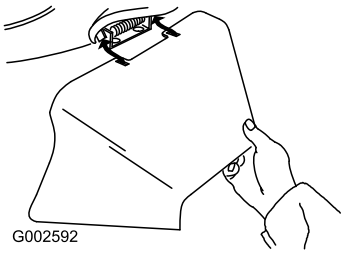

**Figuur 29**
3. Monteer de zijafvoertunnel en sluit het deurtje op de tunnel (Figuur 29).